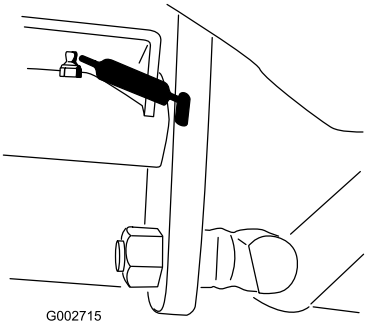

**Figuur 22**
- Draaipunt van tractiepedaal (1) (Figuur 22)